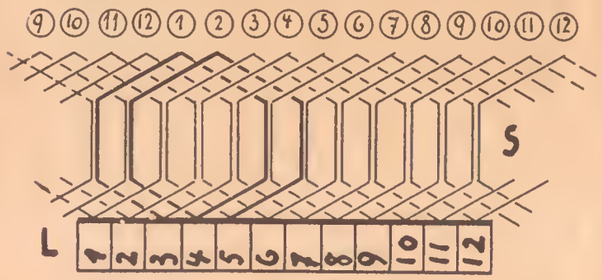
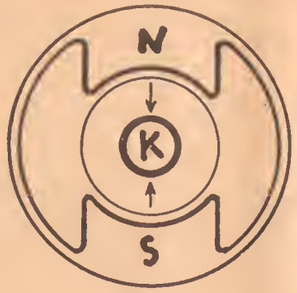

Abb. 7
Abb. 8
Abb. 7 zeigt das Wickelschema eines Ankers mit 12 Nuten (S) und 12 Lamellen (L). Der Anfang der Spule 1 (durch ein in einen Kreis geschriebene Zahl 1 bezeichnet) liegt in Lamelle 3. Das Ende dieser Spule in Lamelle 4. Der Anfang der Spule 2 liegt in Lamelle 4, und das Ende in Lamelle 5. Anker, bei denen der Anfang in der Spulenmitte liegt, müssen die Bürsten in der Polmitte, Abb. 8, N und S, (durch zwei Pfeile angedeutet) erhalten. Werden dagegen die Spulenenden gerade heruntergeführt, so müssen die Bürsten zwischen den beiden Polen angeordnet werden. Man kann deshalb durch die Bürstenstellung auf die Schaltung des Ankers feine Schlüsse ziehen. Besitzt ein Anker doppelt soviel Lamellen als Ankernuten, so besteht eine Ankerspule aus zwei Teilspulen.